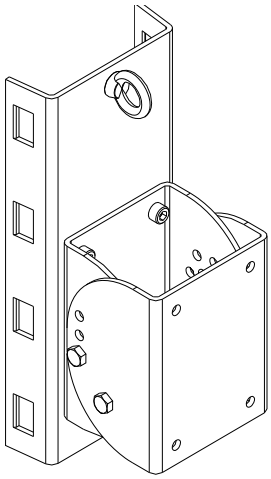
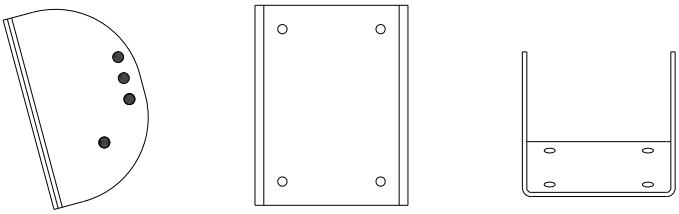
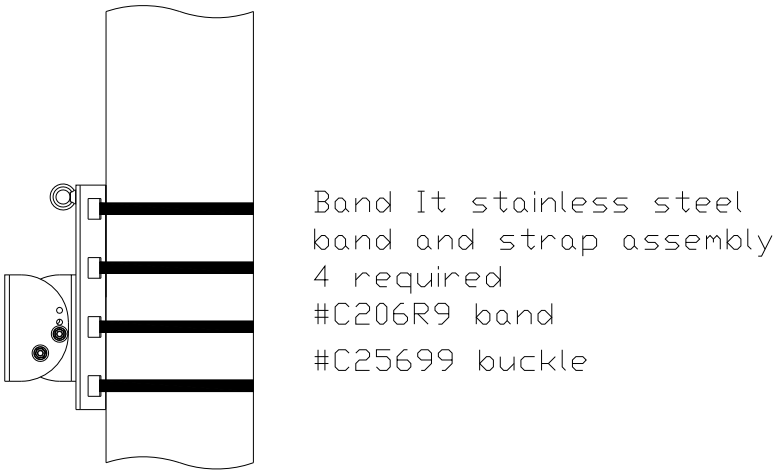

Figure 1
Figure 2
Figure 4
Figure 1 represents the isometric and top views of the pole bracket, including the loudspeaker bracket section. The loudspeaker bracket is shown separately in Figure 2.
1. Mount the pole mount section (see Figure 1) of the bracket to the pole at the desired height on the pole. The loudspeaker bracket shown in Figure 2 should be removed prior to hanging the pole mount section. The bracket is mounted to the pole using BAND-IT stainless steel bands. DO NOT SUSTITUTE bands of other material or other widths! There are FOUR (4) locations on the pole bracket for bands. ALL FOUR LOCATIONS MUST BE USED. Figure 4 illustrates the locations for the stainless steel band clamps.